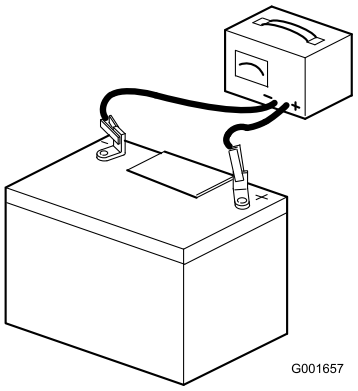

**Figur 33**
2. Slut en 3-4 ampere batterioplader til batteripolerne (Figur 33). Oplad batteriet ved 3-4 ampere i 4-8 timer.